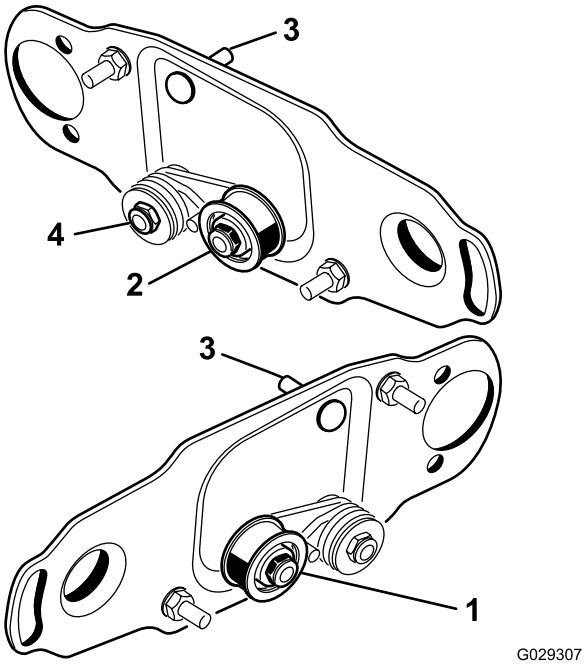

Рисунок 3
На левом переднем и левом заднем режущих блоках переставьте узел натяжного шкива на **правый конец** режущего блока (Рисунок 3) следующим образом:
1. Снимите узел натяжного шкива с левого конца режущего блока и установите его на нижнее отверстие пластины щетки на правом конце режущего блока (Рисунок 3).
2. Отверните каретный болт и гайку и переставьте их на верхнее отверстие, которое ранее было занято узлом натяжного шкива (Рисунок 3).